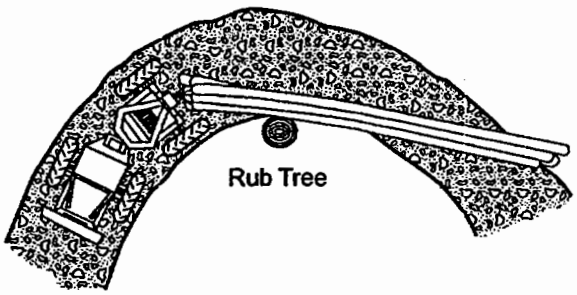

Figure 11 — Rub tree. Similar to a "catface" tree, but done intentionally. Remove all rub trees during harvest operations.
- Avoid causing "rub trees" whenever possible. If you must create a rub tree, harvest it near the end of the logging operation. (See Figure 11). If